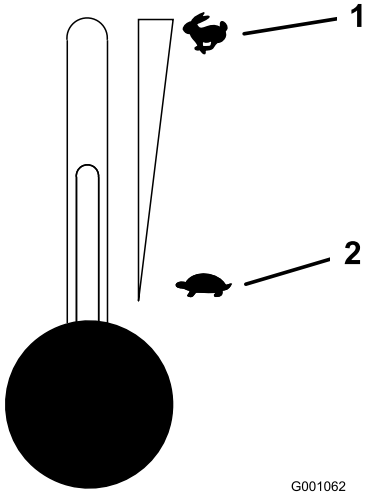

**Figur 14**
5. Flyt gashåndtaget til midterpositionen (Figur 14).
2. Flyt gashåndtaget midtvejs mellem hurtig og langsom position (Figur 14 ).